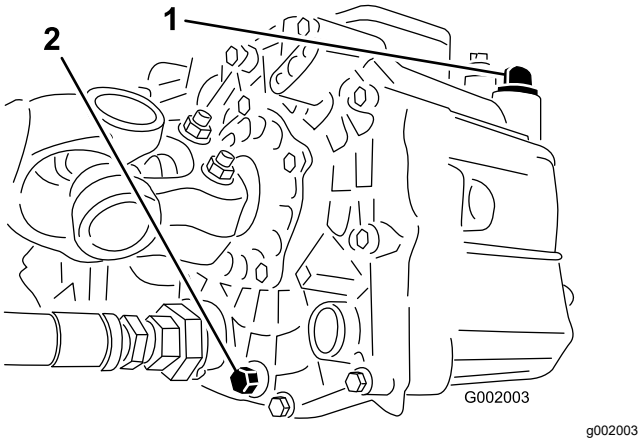

Figura 56
3. Retire el tapón de vaciado del lado del depósito y deje que se drene el fluido hidráulico al recipiente (Figura 56).